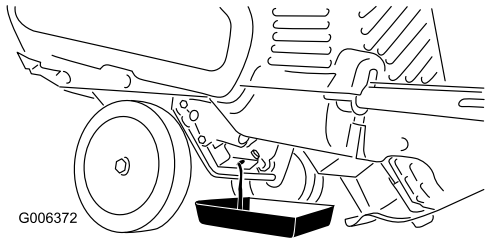

Figure 29
3. Place an oil-drain pan under the oil-drain plug, remove the plug, and tip the machine backward and drain the used oil in the pan Figure 29).